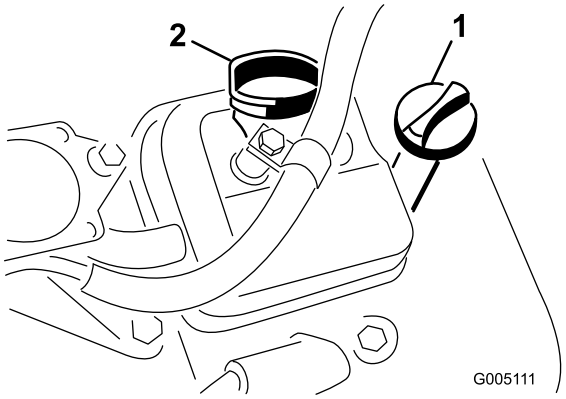

Figur 25
2. Ta ut peilestaven, og tørk av den med en ren fille. Sett peilestaven inn i røret, og pass på at den når helt ned (Figur 25).